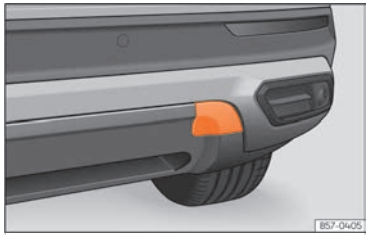

Fig. 199 A la part dreta del para-xocs del darrere: retirar la tapa.
L'allotjament de l'argolla de remolc enroscable es troba al costat dret del para-xocs posterior, al darrere d'una tapa ››› fig. 199.
- Pressioneu sobre la zona superior de la tapa ››› fig. 199 per desencastar-la.